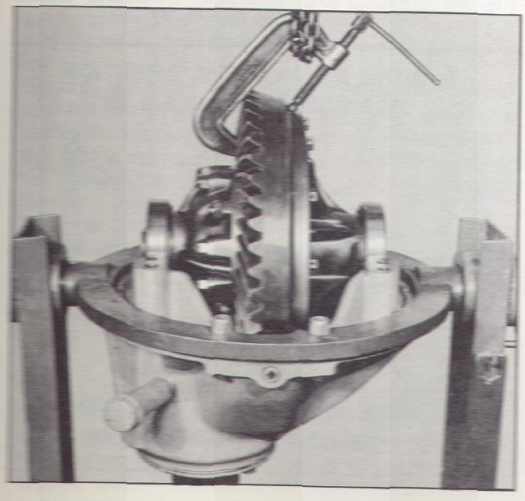

Fig. 14 - Lifting Out Differential Assembly
11. Lift bevel gear and case assembly with a hoist and, before setting it into position, see Figure 14, slide bearing cups (4) into place.
12. Install the dowel bushings (model 3910 only) and the side bearing caps (13), making sure the reference marks line up. Replace the cap screws (15).
13. Remove the hoist and turn down the capscrews (15) until the heads are close to the bearing caps.
14. Start the adjusters (3) into their respective places, taking care that the threads are not crossed.